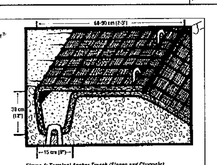

Figure 4: Terminal Anchor Trench (Slopes and Channels)
- Extend Pyramat 60-90 cm (2'-3') over crest of slope and excavate a 30 x 15 cm (12" x 6") terminal anchor trench (Figure 4 on page 3).
- Anchor, backfill and compact upstream end of Pyramat® in a 30 x 15 cm (12" x 6") terminal trench (Figure 4).